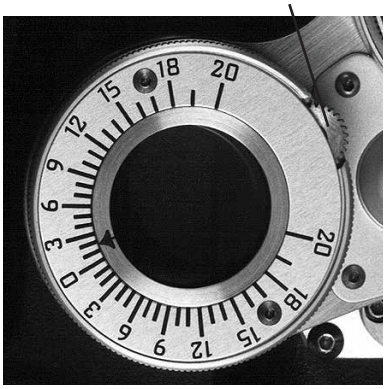

Figura IU-7 Unidad de prismas rotatorios
5. La rueda de giro rota las lentes prismáticas dentro de la unidad de prismas rotatorios y varía la magnitud del prisma. Consulte la Figura IU-7.